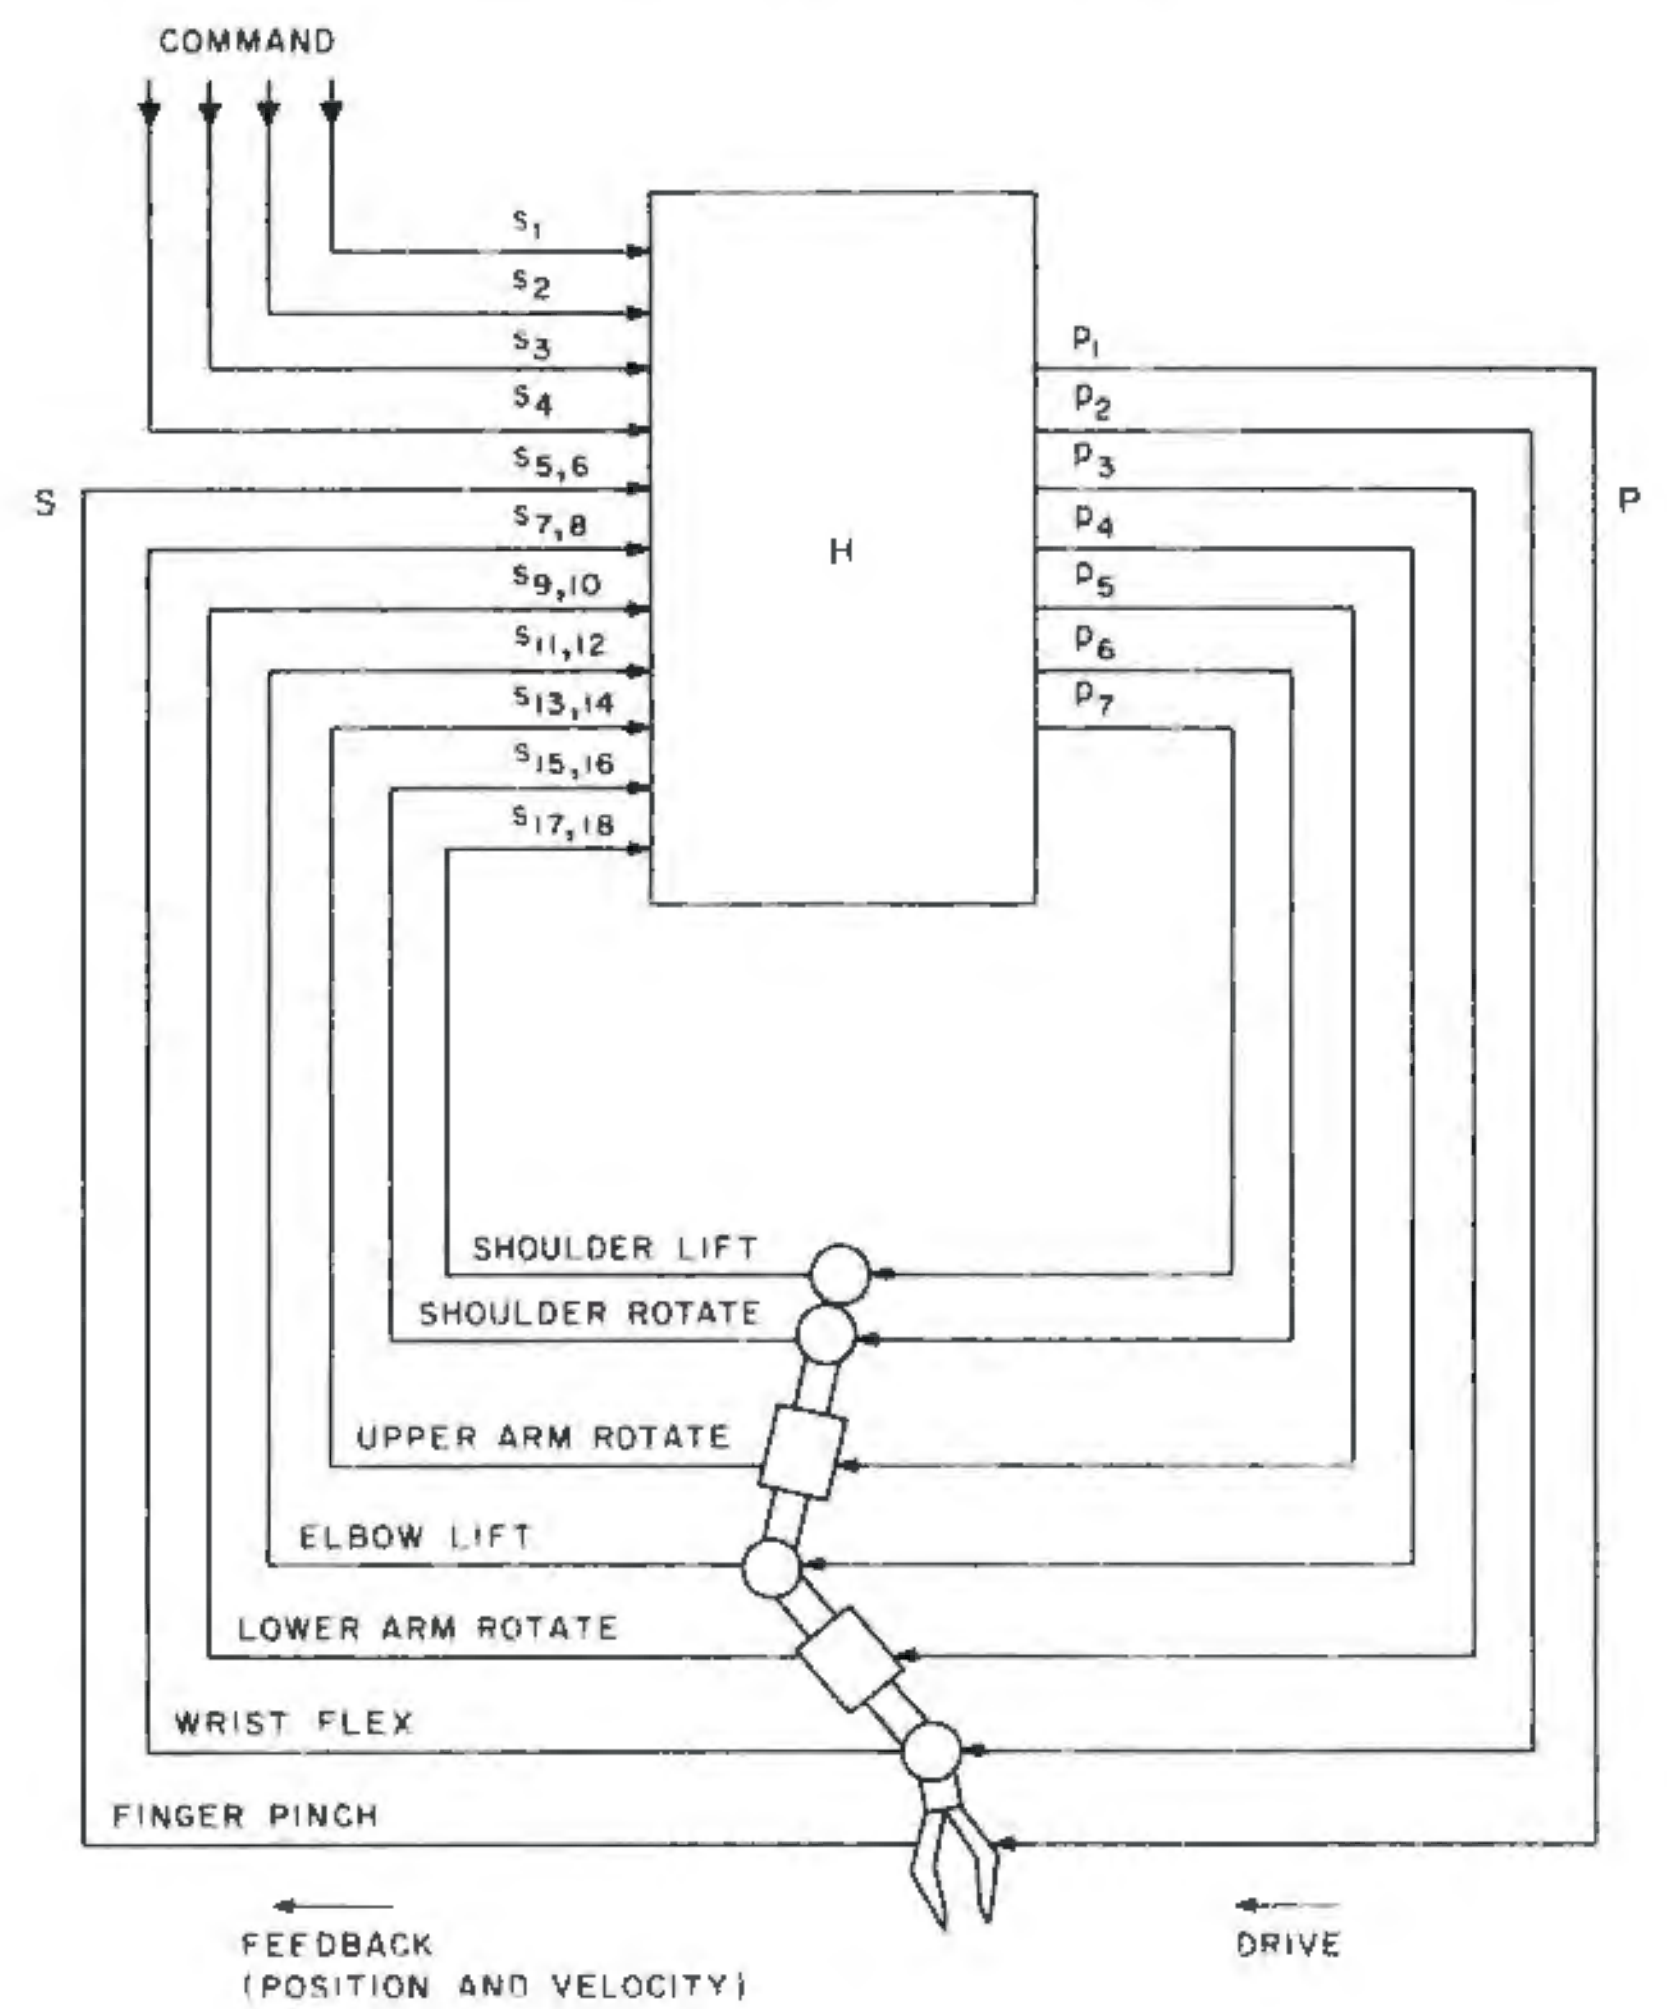

*Figure 15. Information flow diagram for a robot arm controlled by seven CMACs.*
An example of how CMAC uses generalization to learn trajectories in a high-dimensional space is shown in figure 15. A seven degree of freedom manipulator arm was controlled by seven CMACs, one for each joint actuator, such that the output vector **P** = H(**S**) had seven components. The input vector **S** to each CMAC contained 18 variables corresponding to position and velocity feedback from each of the seven joints of the arm, plus four binary bits defining the Elemental Move Command. The resolution on the feedback variables was different for each of the seven CMACs, being highest resolution from the joint driven by the output $p_1$ and lower for other joints in inverse proportion to their distance along the arm from the controlled joint.
*Figure 16. Two similar trajectories $T\hat{p}_a$ and $T\hat{p}_b$ which have different starting points but the same endpoint. Both trajectories define a version of an Elemental Movement (SLAP) which was taught to the CMACs of figure 15.*